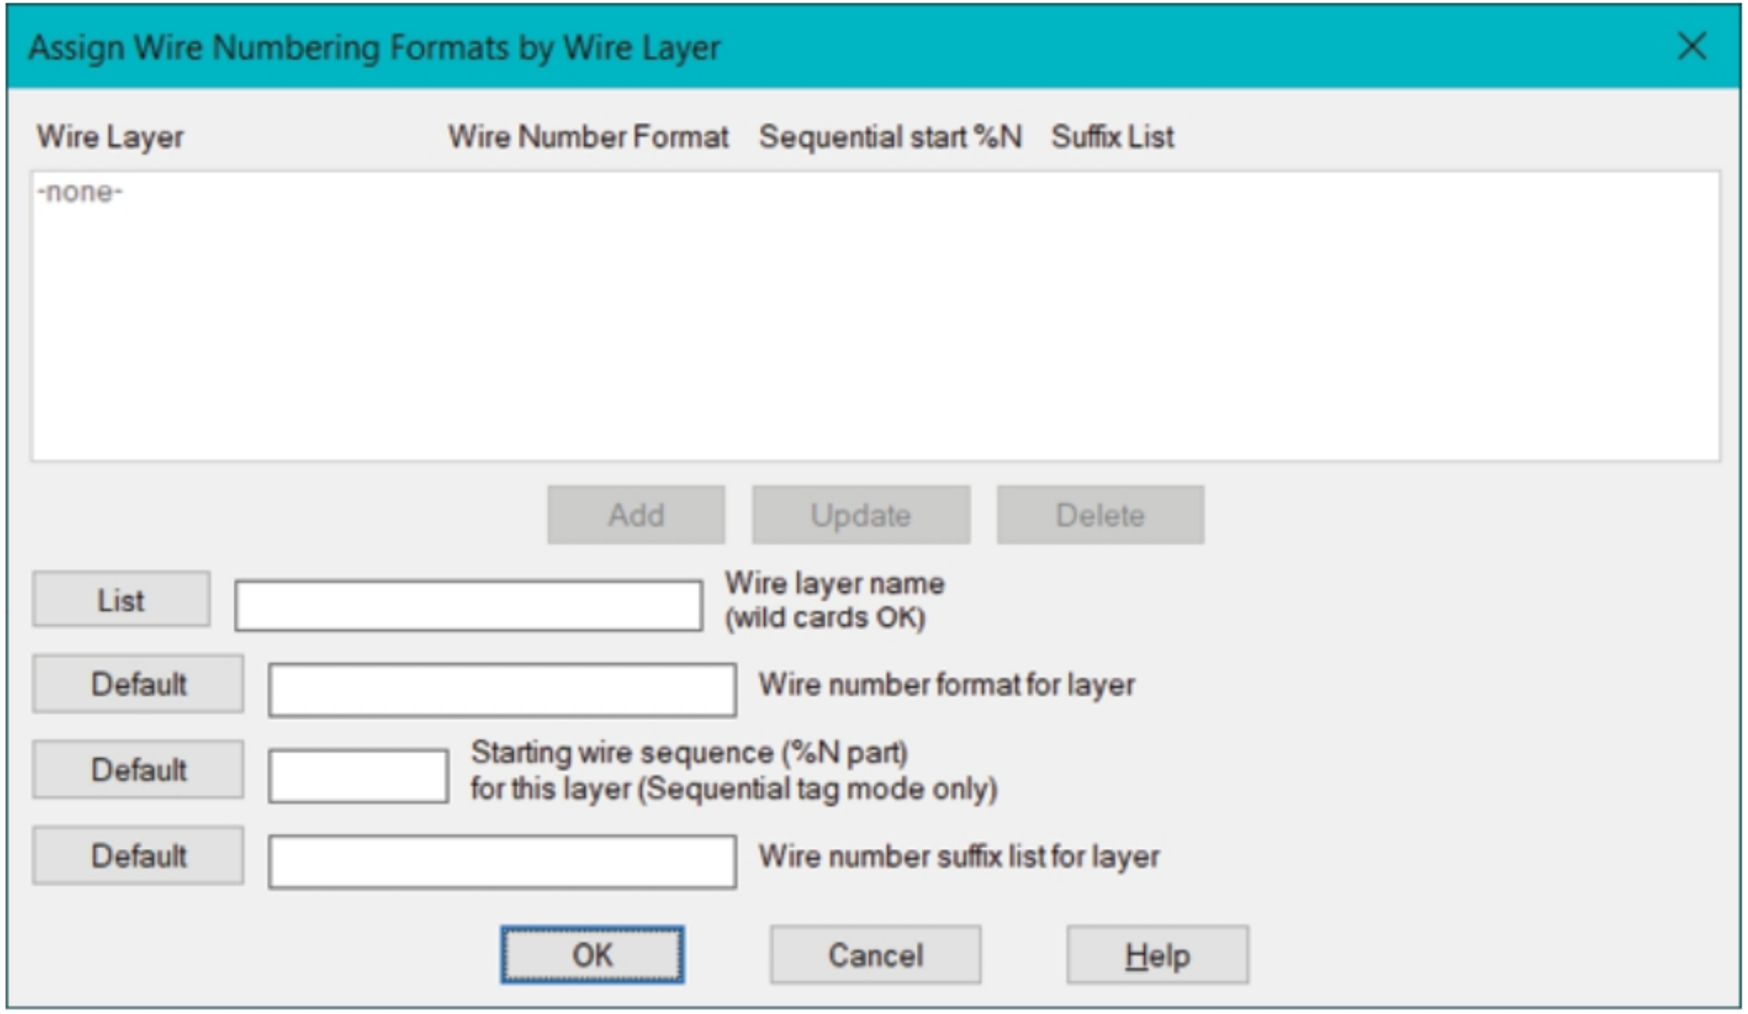

Figure-18. Assign Wire Numbering Formats by Wire Layer dialog box
- Select the **Based on Wire Layer** check box to make the wire numbering based on the wire layers. On selecting this check box, the **Layer Setup** button becomes active. Click on this button to display the **Assign Wire Numbering Formats by Wire Layer** dialog box; refer to Figure-18. In this dialog box, you can add, remove, or update the wire layer for wire numbering.